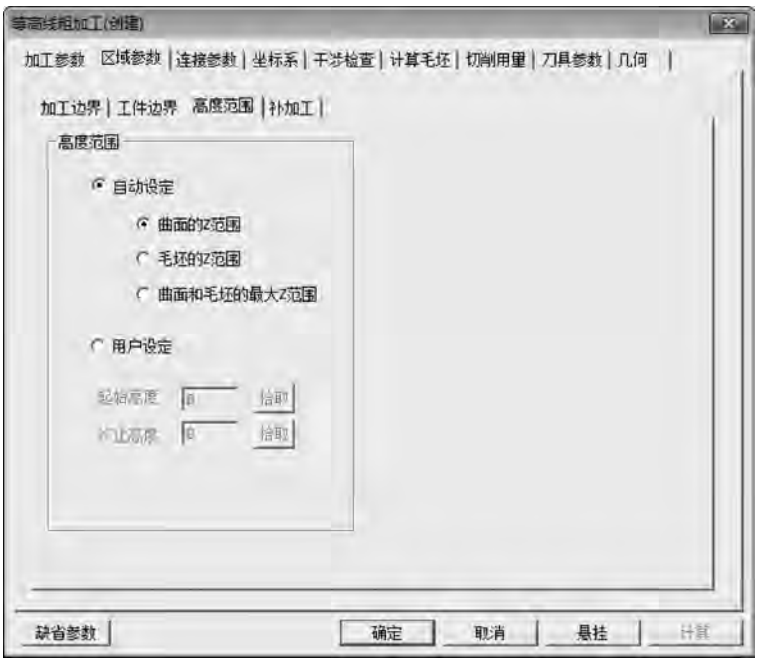

图 5-94 “高度范围”选项卡
① 工件的轮廓。刀心位于工件轮廓上。
② 工件底端的轮廓。刀尖位于工件底端轮廓。
③ 刀触点和工件确定的轮廓。刀接触点位于轮廓上。
(3) 高度范围。
① 自动设定。以给定毛坯高度自动设定 Z 的范围，如图 5-94 所示。
② 用户设定。用户自定义 Z 的起始高度和终止高度。